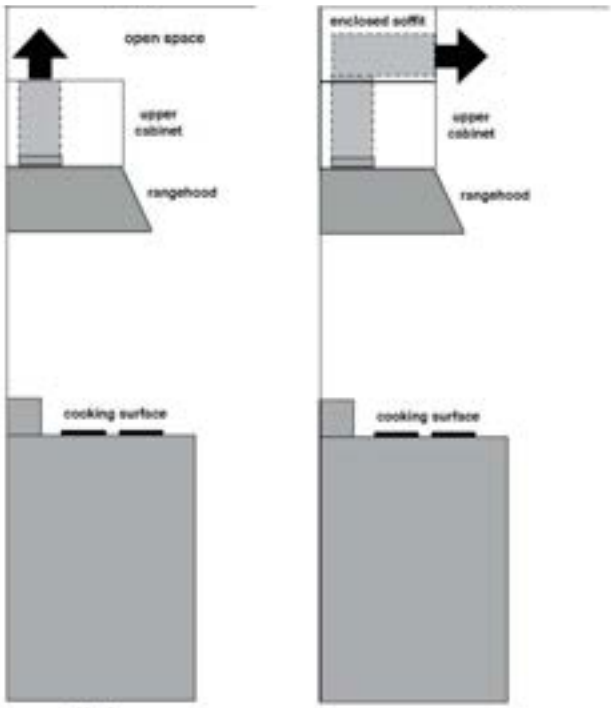

FIGURE 3A FIGURE 3B
2) Duct work must be installed to exhaust the rangehood back into the kitchen, either at the top of the cabinet (FIGURE 3A) or at the face or side of the soffit (FIGURE 3B). Install at least 15″ of metal duct (fig.3A and 3B) at the air exit. Run the duct vertically and secure it at the opening cut out at the top or side of the cabinet or soffit. Installation of metal grill is recommended. This duct work must not terminate into a dead air space. # FILTER6 must be purchased to complete this type of installation.